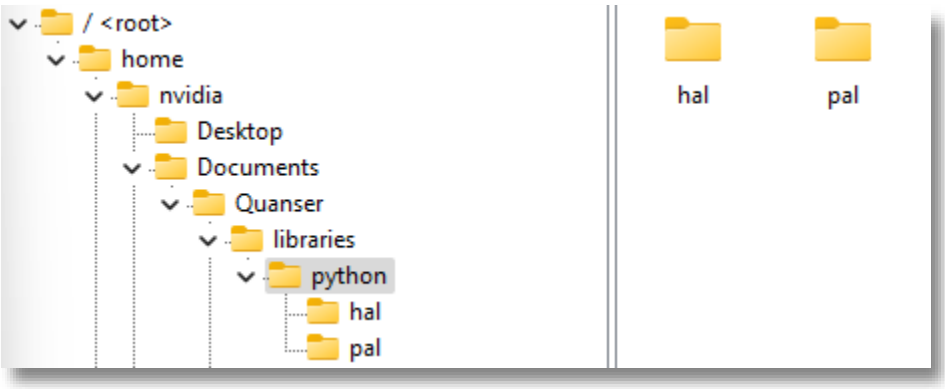

Figure 4. 'hal' and 'pal' folder in correct directory
b. navigate to "~\Documents\Quanser\libraries\python" on the QBot Platform as shown in Figure 4, create these directories if they don't exist. Copy over the "hal" and "pal" folder from your local Windows machine, replacing existing files on QBot.